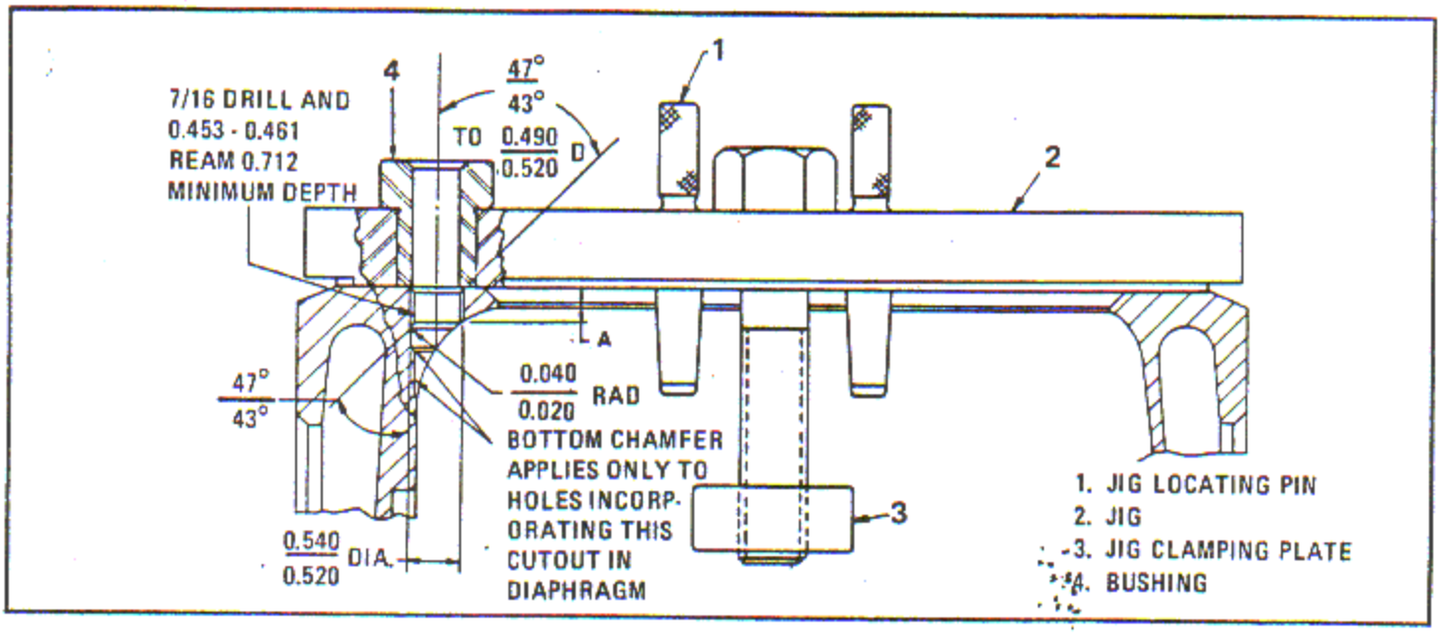
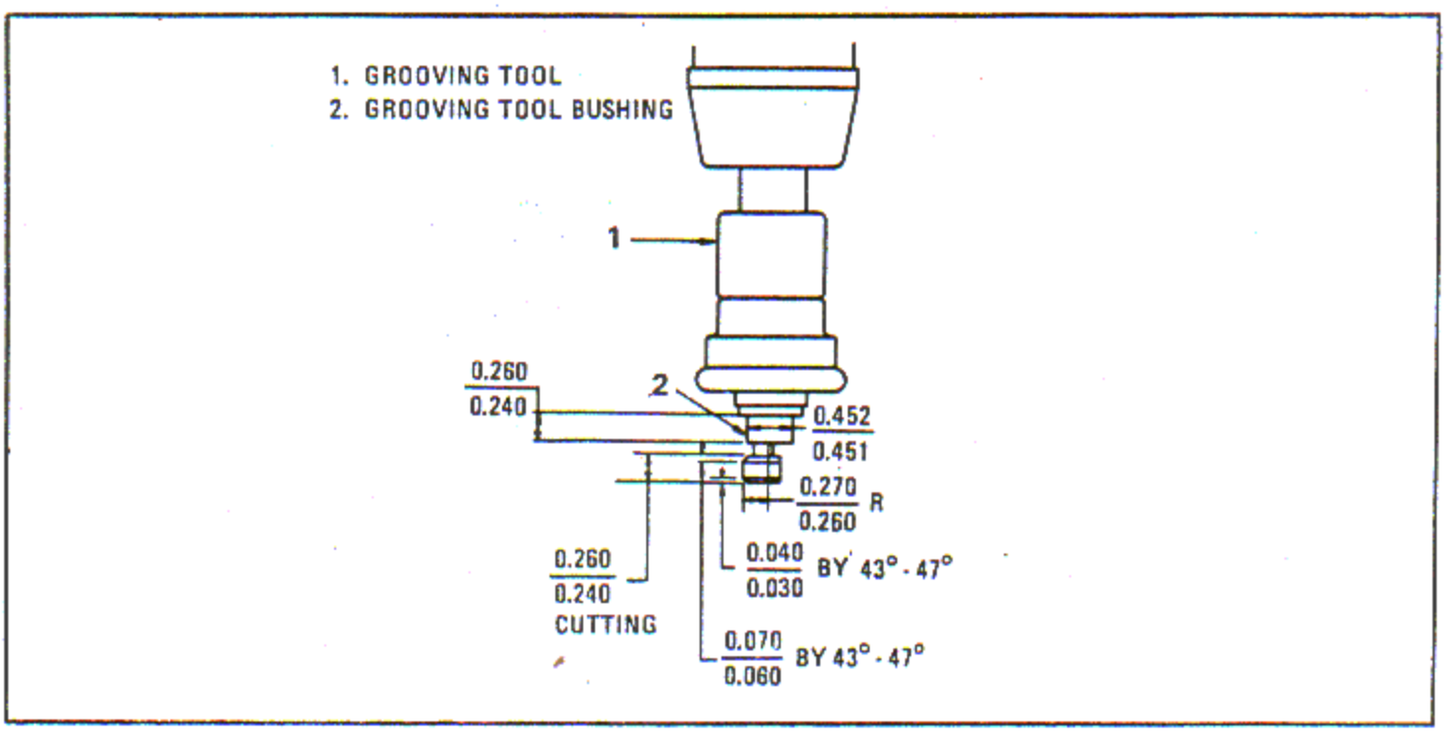

Figure 6-83. Crankcase Main Section Cap Screw Hole Reconditioning Limits
Figure 6-85. Grooving Tool Cutter Dimensions
a. Clamp the crankcase main section vertically to a radial drill press adjustable angle block or vertical rotary indexing head. Position a cylinder deck with a defective thread at the top. See figure 6-83.
c. Mount jig (2, figure 6-83) on the positioned cylinder deck as shown. Align the jig (1) with its two locating pins placed in deck holes adjacent to the parting surfaces and 180 degrees apart. Clamp the jig securely in position using the jig center bolt and clamping plate (3).
g. Cut the countersink at the bottom of the hole with a grooving tool (Model A-1, Waldes Kohinoor Inc., Long Island City 1, N.Y.) equipped with a cutter ground from a blank to the dimensions shown in figure 6-85. Adjust the tool to cut to a diameter of 0.520 - 0.540 inch and to dimension A of 0.380 - 0.410 inch. Dimension A is the distance from the small diameter of the bottom countersink to the cylinder deck, as shown in figure 6-83. Measure with depth gage. If the countersink does not clean up within the A dimension given, it is permissible to reduce the A dimension to a minimum of 0.295 inch, measured with depth gage. Reject the case if it does not clean up at the 0.295 inch limit.
The Heli-Coil insert specified is a standard size and must be cut off to the length required by the A dimension established in paragraph 6-330. See figure 6-83.